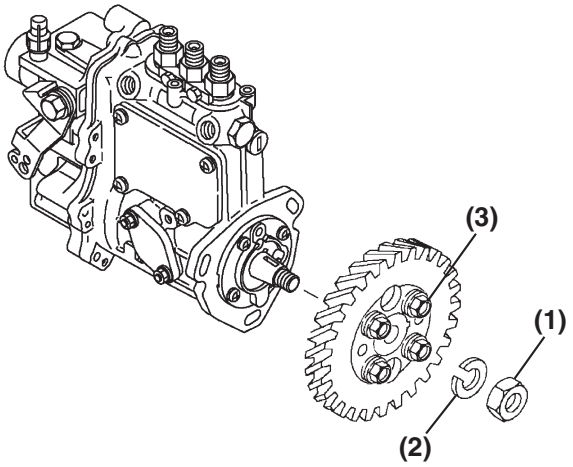

Figure 7-12
15. Do not loosen or remove the four bolts **(Figure 7-12, (3))** holding the pump drive gear to the hub. Only remove the single drive gear nut **(Figure 7-12, (1))** and washer **(Figure 7-12, (2))**, leaving the hub attached to the gear.
16. Hold the gear train stationary using a large socket wrench on the crankshaft pulley bolt. Loosen the fuel injection pump drive gear retaining nut **(Figure 7-12, (1))** and turn it out to the end of the fuel injection pump shaft.